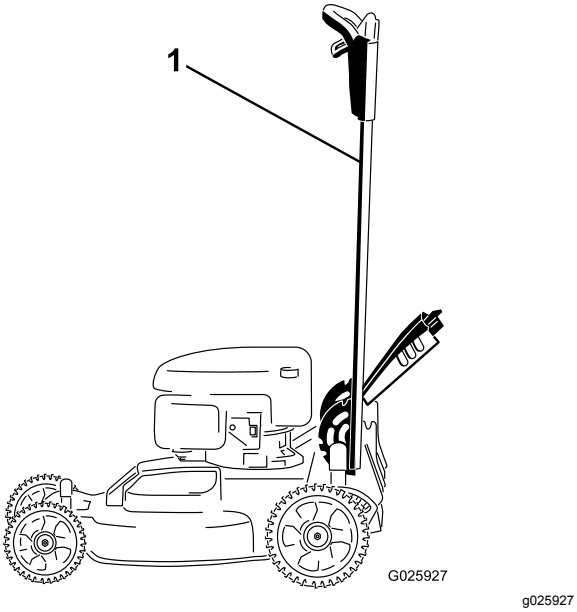

Figure 40
1. Bloquez le guidon en position verticale (Figure 40) ; voir Réglage de la hauteur du guidon (page 11).